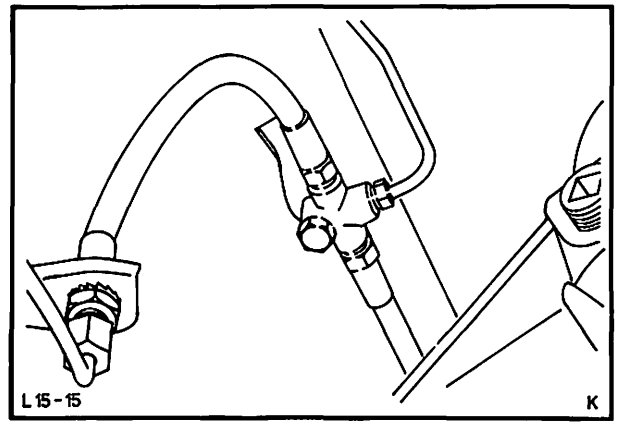

Abb. 149 Verteilerstück – Bremsleitung abschrauben
3. Verteilerstück – Bremsleitung vom Bodenblech abschrauben (1 Schraube), Abb. 149.